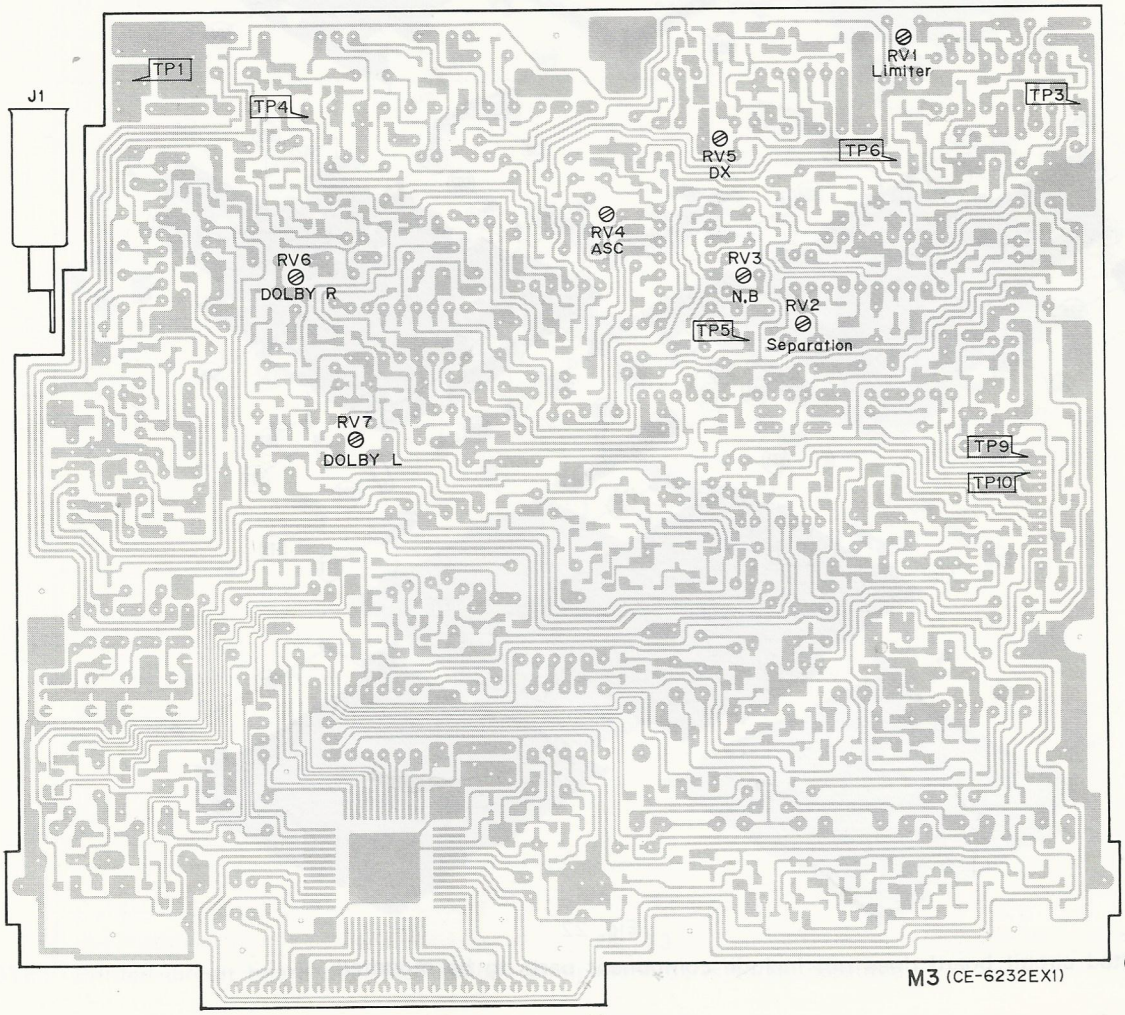

Fig. 21
(2) Alignment (Refer to Fig. 21)
(1) Connections a. Stereo signal generator·····Connect the TP 1
(1) Connections a. Frequency counter (Resolution : 1 Hz)·····Connect the TP 4
(1) Connections
(2) Alignments (Refer to Fig. 21 for ADJUSTMENT POINTS.)